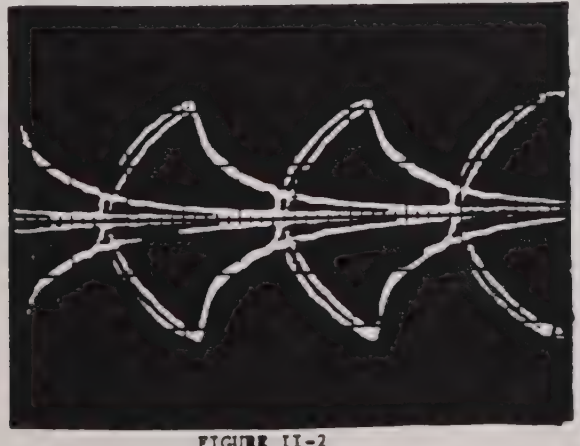

FIGURE II-2
1. Put the transmitter output into DSX2. Measure output 1 & 2 on the scope, and record the positive and negative amplitude on the data sheet. It should look like the waveform shown in Figure II-2.